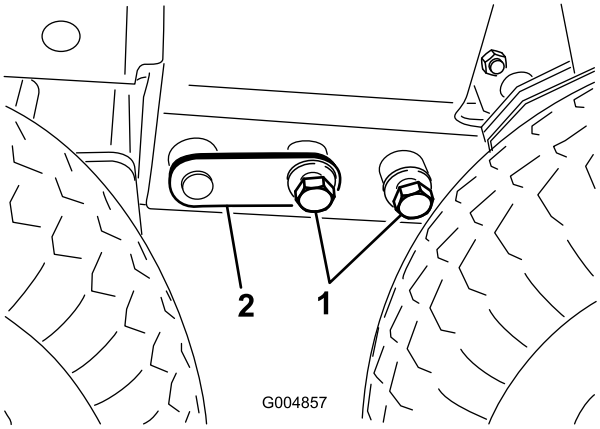

**Rysunek 78**
26. Odkręć dwie śruby (średnica 3/4 cala) łączące ramę przednią z ramą tylną, znajdujące się po obu stronach ramy przed kołami napędowymi (Rysunek 78).